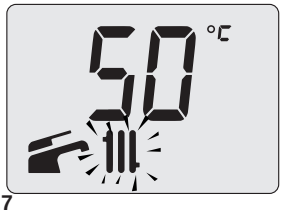

Figura 2.7
- il valore di "set" della temperatura dell'acqua calda di mandata riscaldamento ed il simbolo lampeggiano. Il fondo del display appare illuminato (Figura 2.7).